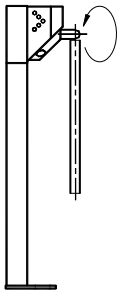

Рис.3
- продолжите вкручивание штанги до конца. Установите штангу вертикально вниз, для чего понадобится немного открутить штангу (не более чем на один оборот) (см. Рис.3)